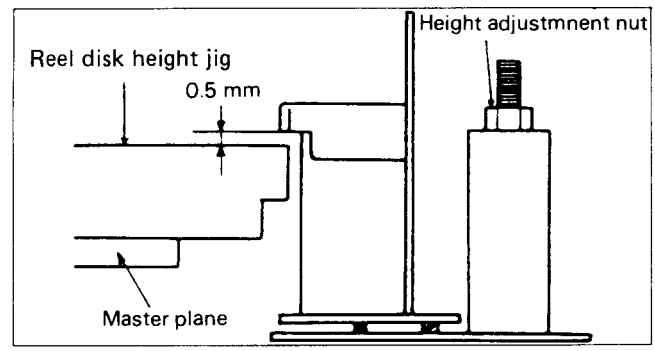

**Fig. 9 Height Adjustment**
4) Adjust the height adjustment nut so that the gap between the reel disk height jig and the shield case of the A/C head is approx. 0.5 mm when the right-angle guage is placed on the master plane and it is brought near to the A/C head. (Refer to Fig. 9.)